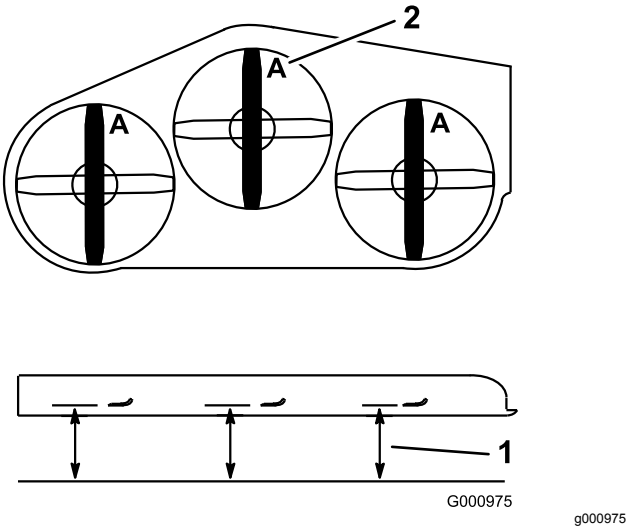

Figur 101
4. Mål fra en jevn overflate til kniveggen, posisjon **A**, på kniven (Figur 101).